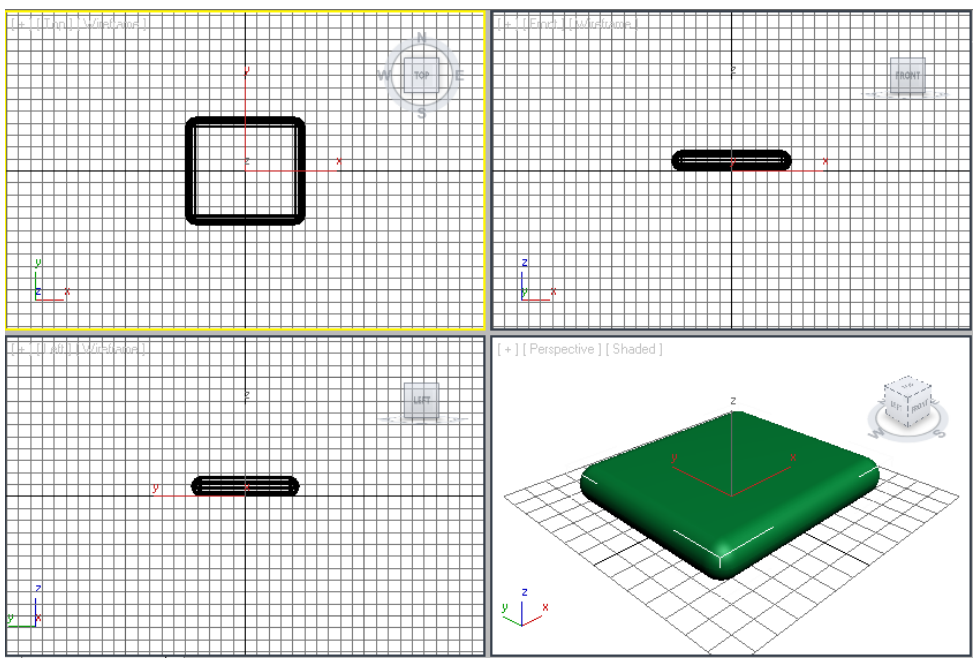

Figure 3-36 *The chamfer box created for the seat support of the chair*
4. Make sure that the chamfer box is selected. In the **Parameters** rollout, set the value **10** in the **Fillet Segs** spinner; the chamfer box is modified, as shown in Figure 3-36.